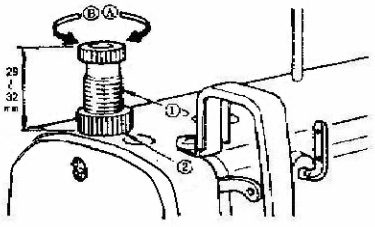

Рис. 17
1. Чтобы зафиксировать прижимную лапку в верхнем положении, поверните рычаг (1) в направлении "А".
3. Прижимная лапка вернется в первоначальное положение, если рычаг ручного подъема (1) будет повернут вниз в направлении «В».
11. ДАВЛЕНИЕ ПРИЖИМНОЙ ЛАПКИ (Рис. 17)